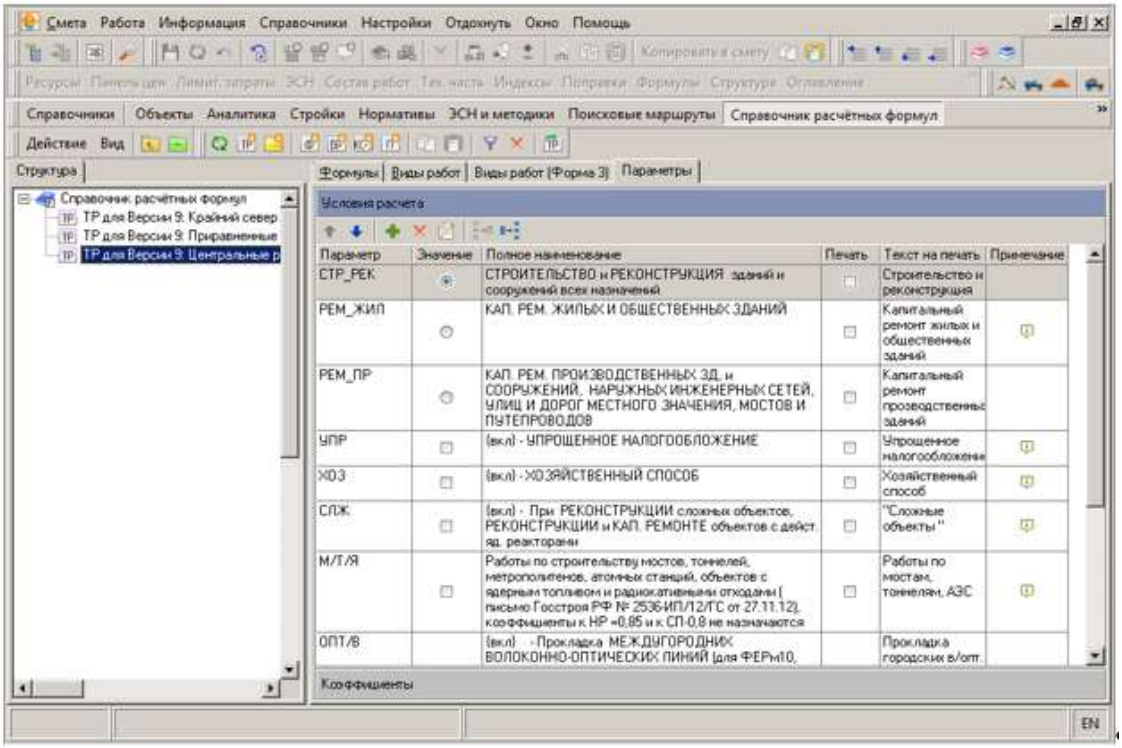

Рис. 3. Справочник расчетных формул. Параметры.
- **Параметры** – перечень параметров – числовых коэффициентов, учитывающих условия производства работ, которые будут использованы при расчете сметы (см. рис. 3).